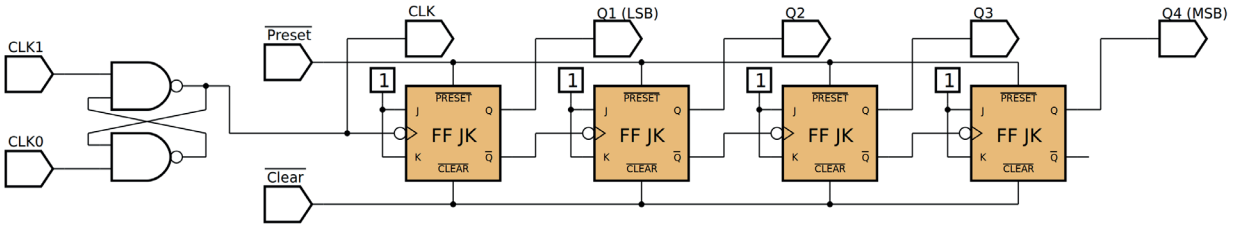

Figura 10.12 – Diagrama esquemático.
4. Utilize um programa de simulação em computador (SmartSim, Atanua, Qucs) faça a simulação do circuito da figura 10.12. Compare os resultados com a tabela 10.3.